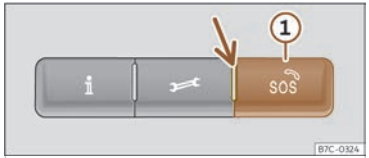

Abb. 40 In der Dachkonsole: Schalter für Sprachdienste
Durch Drücken der Tasten , und SOS ››› **(Abb. 40)** können folgende Sprachdienste aufgerufen werden:
Der Schalter verfügt über eine Kontrollleuchte ››› **(Abb. 40)** (Pfeil). Sie dient zur Anzeige folgender Zustände:
1. Halten Sie die Notruftaste einige Sekunden gedrückt ››› **(Abb. 40)** ①.
Geräte- und länderabhängig muss das Fahrzeug mit einem Notruf-System ausgestattet sein. In einigen Ländern ist das kostenlose öffentliche Notruf-System standardmäßig aktiviert. Das Steuerelement befindet sich in der Dachkonsole ››› **(Abb. 40)**.